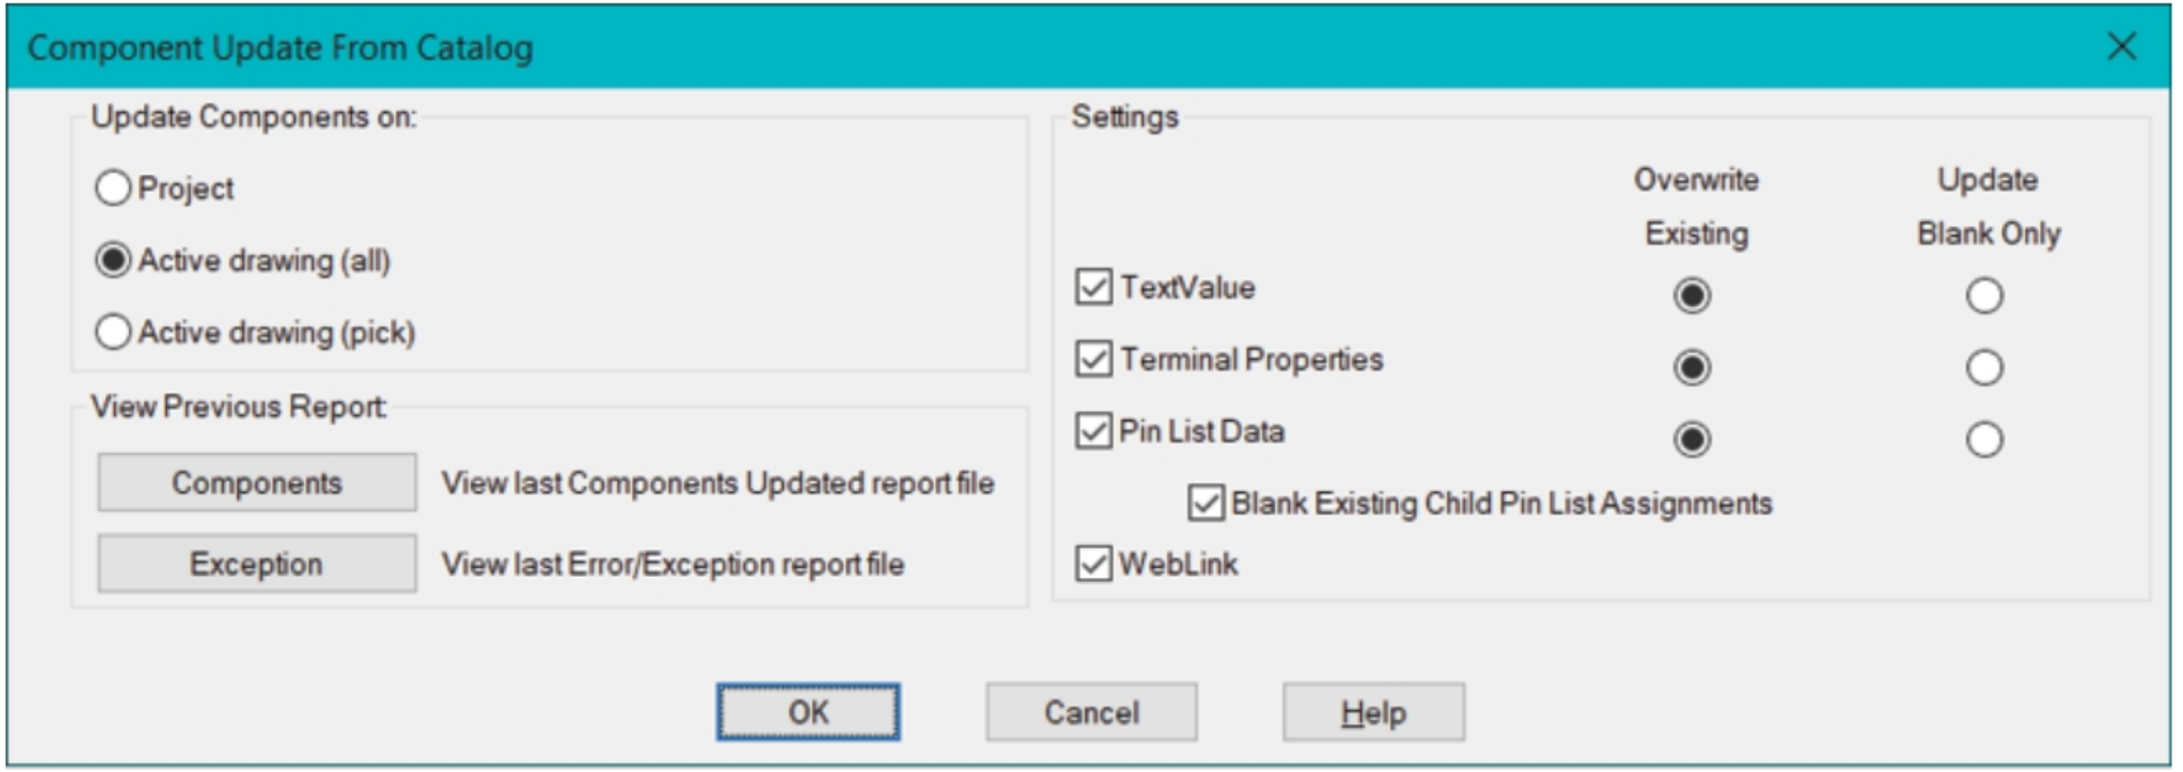

Figure-85. Component Update From Catalog dialog box
- Click on the **Component Update From Catalog** tool from the **Other Tools** panel in the **Project** tab of **Ribbon**. The **Component Update From Catalog** dialog box will be displayed; refer to Figure-85.